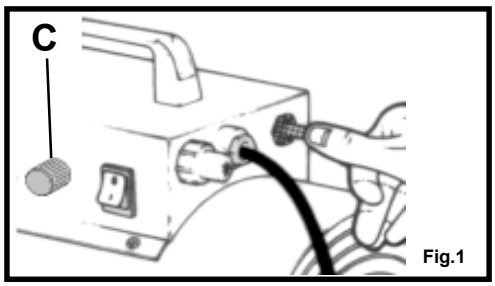

Fig.1
1. Propangasflasche öffnen (siehe Abb. 1)